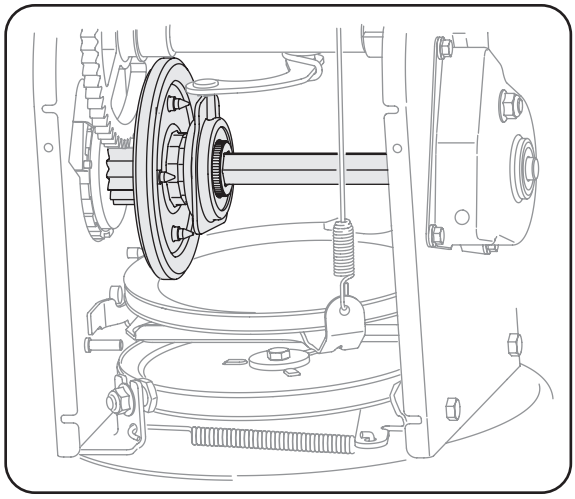

Figure 6-1
3. Appliquez une légère couche d'huile polyvalente toutes saison sur l'arbre hex. Voir la Figure 6-1.